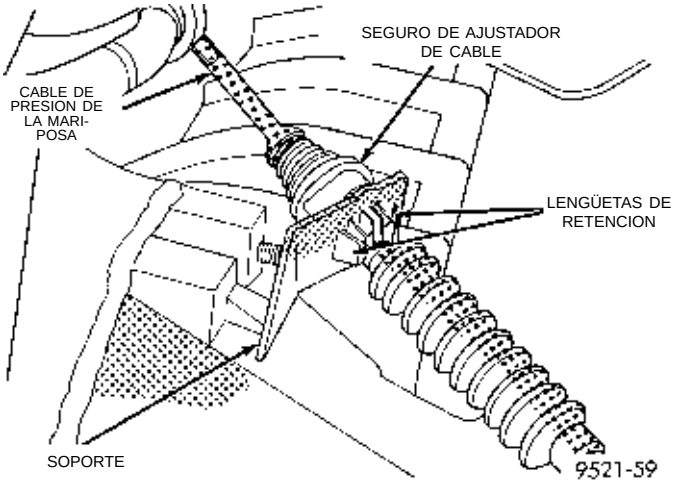

Fig. 206 Seguro de ajustador del cable de presión de la mariposa
(1) Realice el ajuste del cable de presión de la mariposa del acelerador con el motor a la temperatura normal de funcionamiento.
(2) Suelte el seguro de enclavamiento transversal del conjunto del cable (tire del seguro hacia arriba). Consulte (Fig. 206).